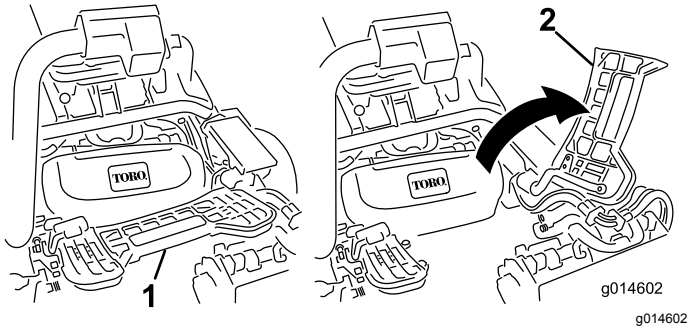

Figur 41
1. Hæv fodstøtten og vip den åben, så du får adgang til den midterste klippeenheds position (Figur 41).